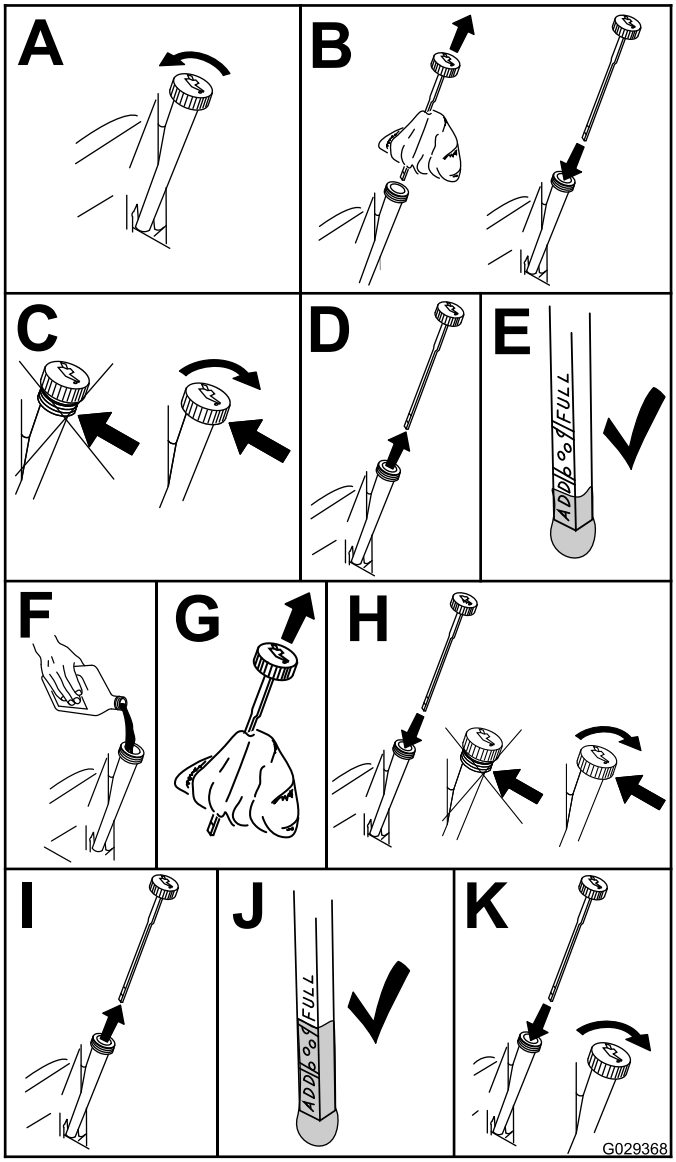

Figur 35
4. Kontrollér motoroliestanden (Figur 35).